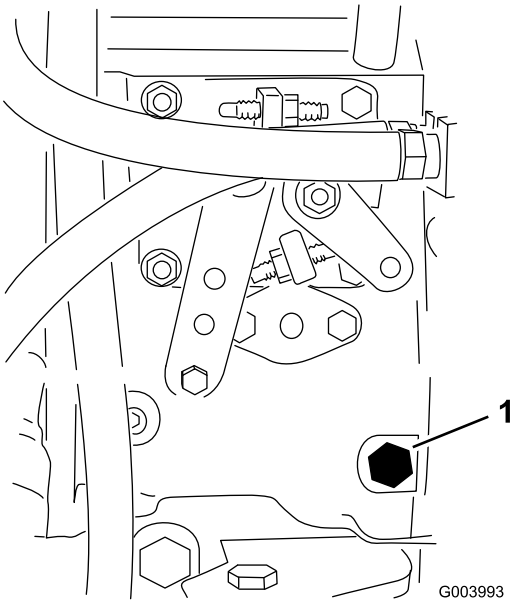

Figur 20
3. Åpne lufteskruen på pumpen for drivstoffinnsprøyting (Figur 20) med en 12 mm-skrunøkkel.